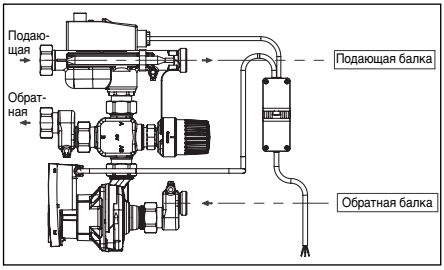

Рис. 6.2 Направление потоков
– Подающая линия блока всегда сверху. Обратная линия блока всегда снизу. Это необходимо учитывать при подключении к балкам распределительной гребенки (см. рис. 6.2)!